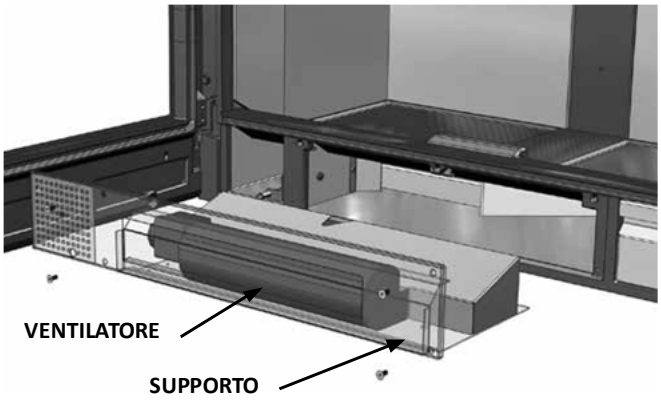

FIG. 2 - Nature 100
2. Una volta rimosse le 4 viti **(due per le versioni Nature 70/80)**, estrarre il supporto del ventilatore (Fig. 2). Nell'estrazione del supporto, occorre fare molta attenzione per non tagliare o danneggiare il cablaggio.